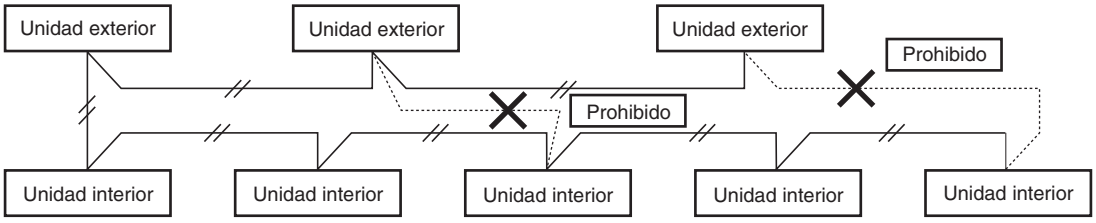

Fig. 4-3
(2) No instale los cables de control entre unidades de forma que se cree un bucle. (Fig. 4-3)